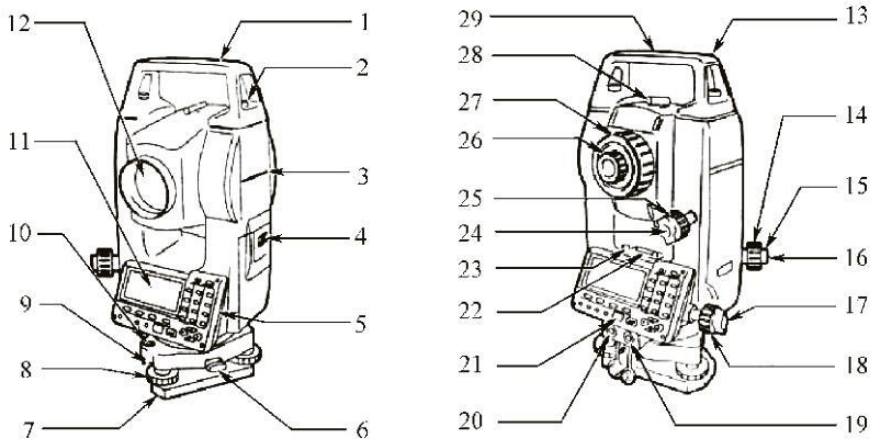

图 2-8 索佳 SET 系列全站仪的外观和其主要部件的名称
①用三脚架或脚螺旋使光学对中器（或激光对中器）分划板上的圆心或十字丝交点对准测点。
②用三脚架腿的伸缩部分调节三脚架腿的长度使仪器基本水平（即圆水准器气泡居中）。
③用脚螺旋使全站仪精确整平。
④在架头上平移仪器，使仪器精确对中。
⑤重复第 3、4 步，达到精确对中和整平。
2.对照实物熟悉全站仪的构造及各组成部分的功能（见图 2-8），由实验教师讲解和示